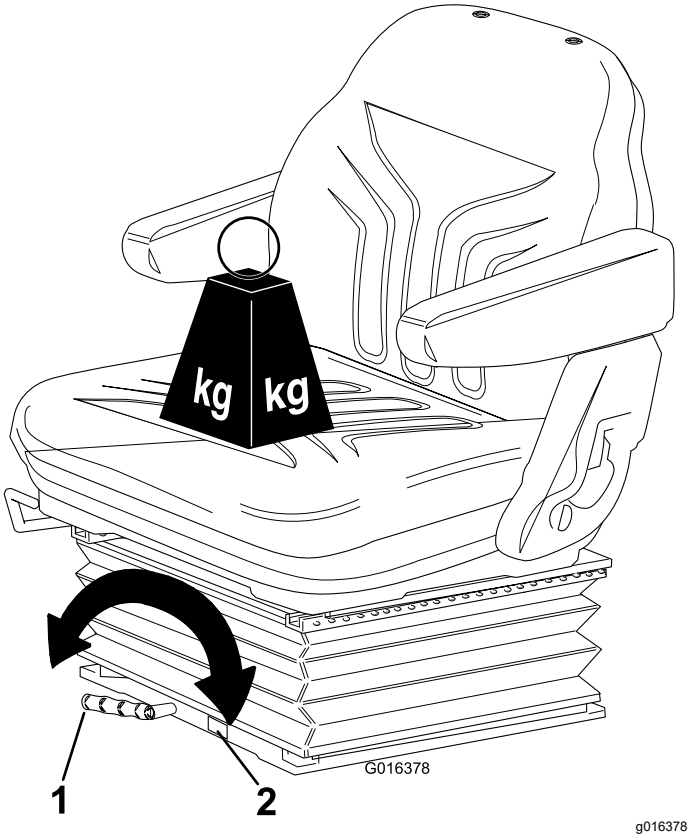

Рисунок 23
- Поворачивайте ручку по часовой стрелке для увеличения жесткости сиденья и против часовой стрелки для ее уменьшения (Рисунок 23).